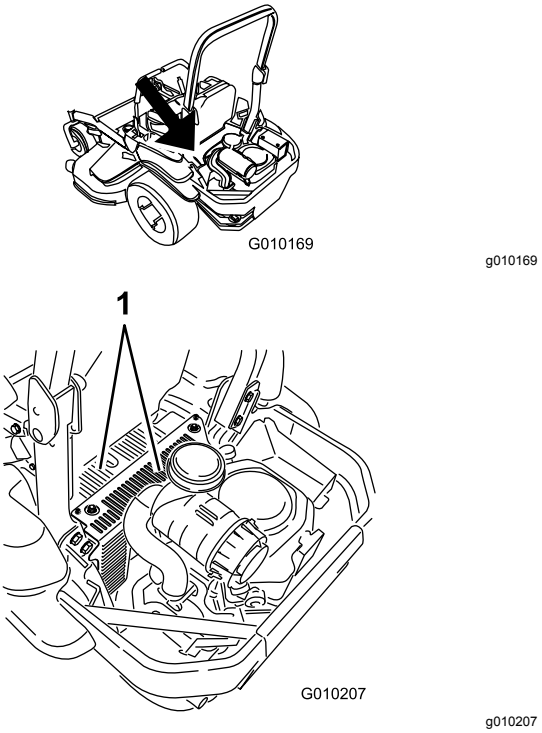

Figur 78
5. Ta bort skräp och gräs från hydraulenhetens höljen (Figur 78).